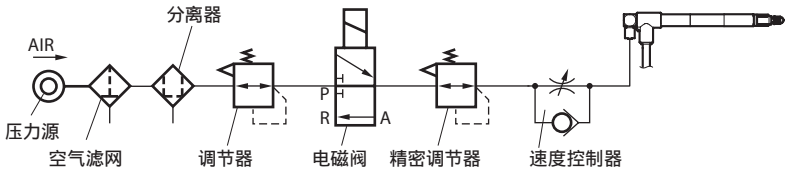

图 1. 气压线路
- 经由空气安装口进行测定元件操作时，使用图1所示的气压线路构成可以实现空气驱动。适宜的空气压力为 0.055 ±0.01 MPa，但是根据所测量物体的硬度、要进行测量的测量装置行程内的范围以及其他因素，可能需要进行压力控制调整。使用精密调节器（例如：SMC IR2000或同等产品）进行压力控制。
- 主轴的伸出速度过快时，有可能在接触工件的瞬间出现错误表示。用力过度可能会使軸承内的保持架移动，减小测量范围。这种情况下，请按照图1所示通过速度控制器调整主轴速度。